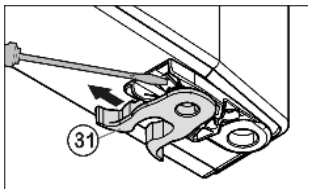

Fig. 6
▶ переставить пружинный зажим *Fig. 6 (31)*: Нажать вниз язычок защелки, снять с него пружинный зажим.